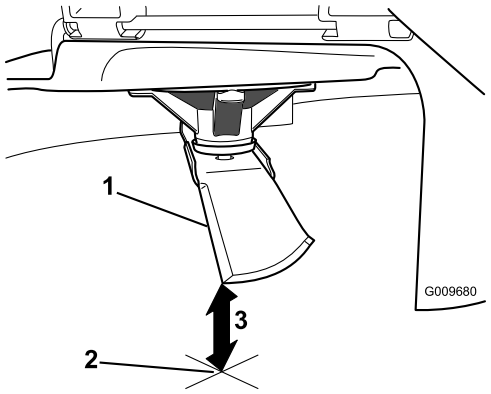

Figur 49
3. Mål fra spidsen af skærekniven til den plane overflade (Figur 49).